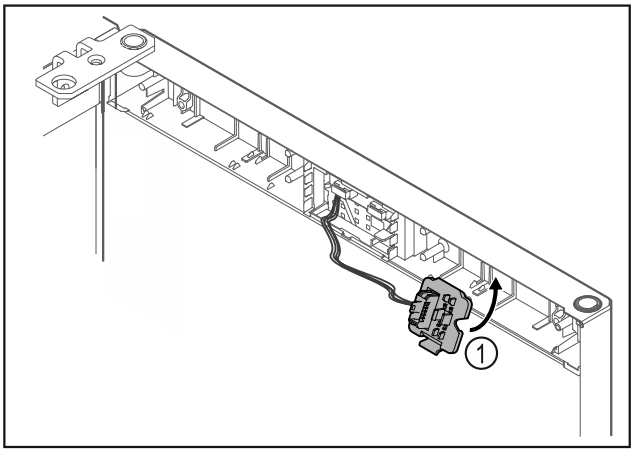

*Fig. 12*
▶ Fixați în poziție suportul fișei *Fig. 12 (1)* pe partea opusă.*